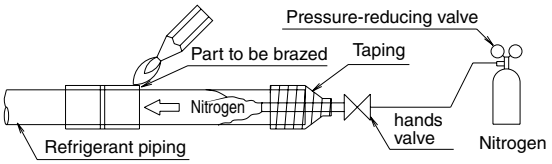

Fig. 9
• When brazing the refrigerant piping, perform nitrogen replacement first, or perform the brazing (CAUTION 2) while feeding nitrogen into the refrigerant piping (CAUTION 1), and finally connect the indoor unit using the flare connections. **(Refer to Fig. 9)**